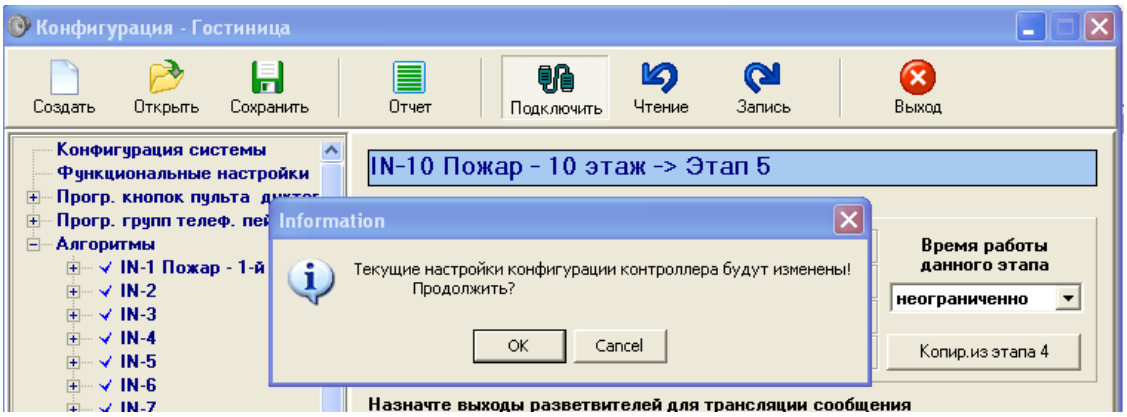

Рис. 36.
- После того как все настройки в вашем проекте будут произведены, и вы уверены, что готовы к записи, нажмите на командную кнопку «Запись». Появится диалоговое окно (Рис. 36).